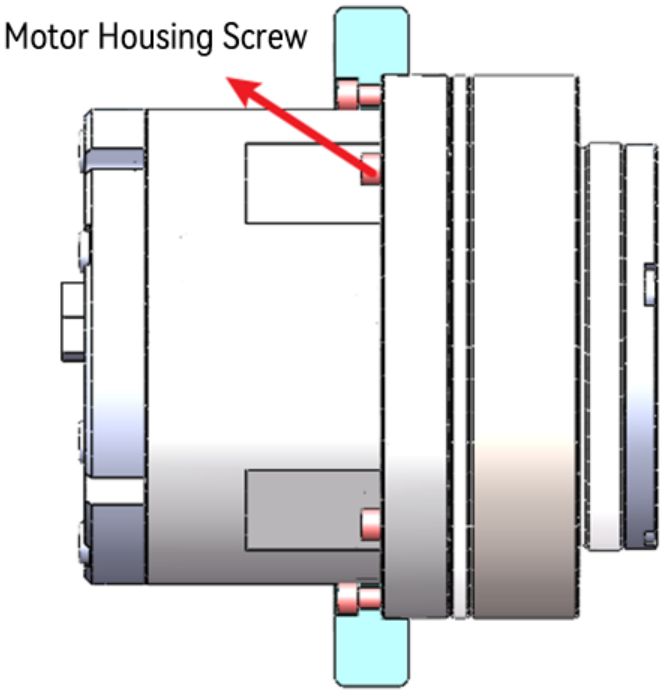

Figure 19-7 Improper Installation
(5) The improper installation will affect the force of the module, as shown in Figure 19-7: Since the module is equipped with precision cross roller bearing to directly support external loads, the improper installation method does not transmit the force of the output flange to the cross roller bearing, but to the bolts that fix the motor casing.